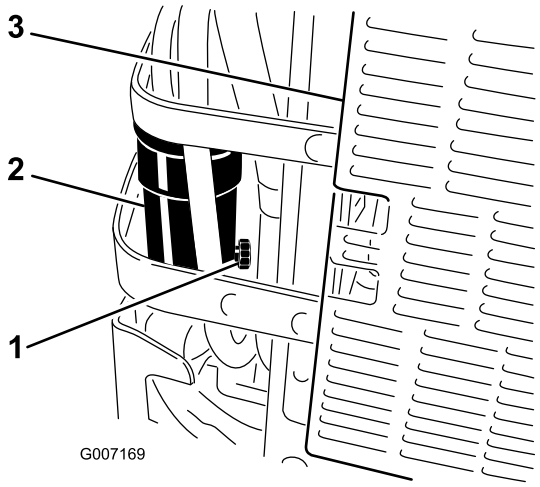

Figur 54
6. Öppna avtappningspluggen på vattenseparatorn ca ett varv och tappa ut vatten och andra föroreningar (Figur 54).
7. Stäng tömningsventilen när det bara är dieselbränsle som rinner ut (Figur 54).